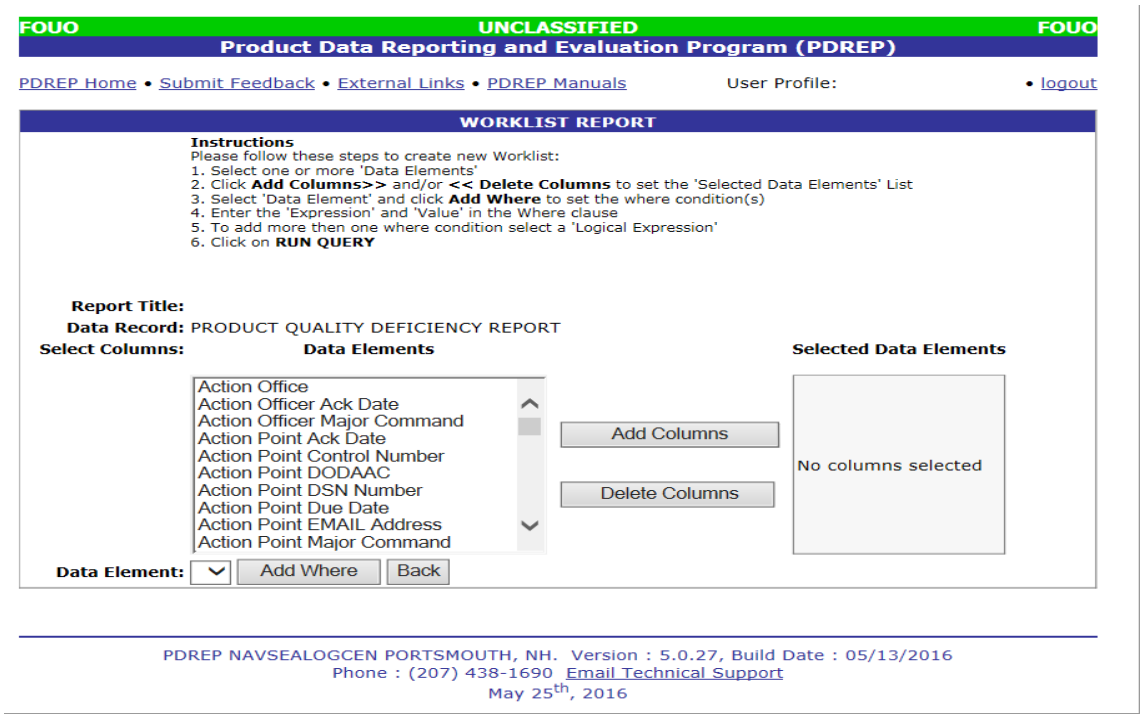

Figure 1.5
2. After selecting Create New Worklist select the desired Data Elements for the Worklist (Figure 1.5).